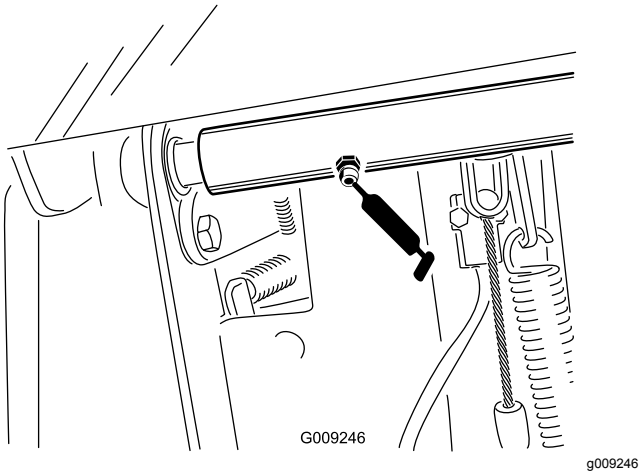

**Figuur 58**
- 2 lagers van draaias van rempedaal (Figuur 58)